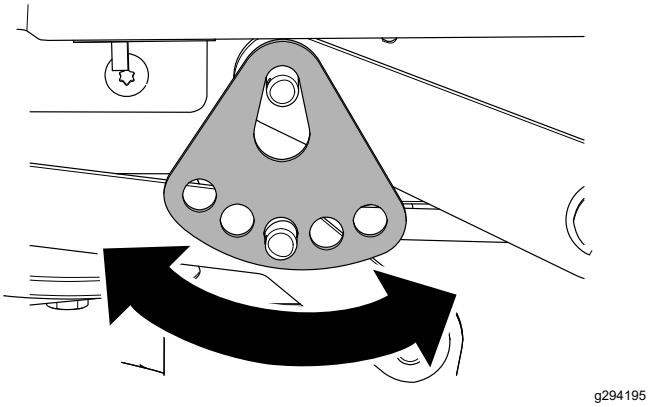

Figuur 71
7. Draai de maaihoogteplaat naar een andere opening zodat deze het gewicht van het maaidek ondersteunt nadat u de plaat hebt geïnstalleerd (Figuur 71).
8. Monteer de ring en de R-pen (Figuur 71).